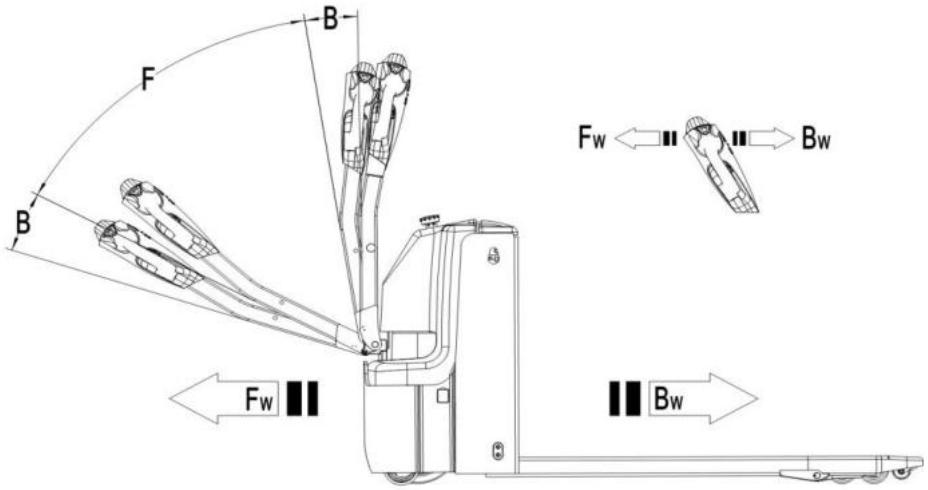

Fig. 9: Operating direction
Press the button switch (9) to start the vehicle by the combination lock, move the tiller to the operating zone (‘F’, fig.9).
Turn the accelerator button to the desired direction forward ‘Fw.’ or backwards Bw.’(fig. 9).